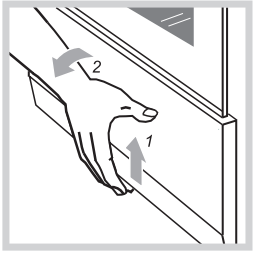

Рис.13
- Чтобы открыть дверцу, ее нужно приподнять вверх и наклонить на себя (рис.13).